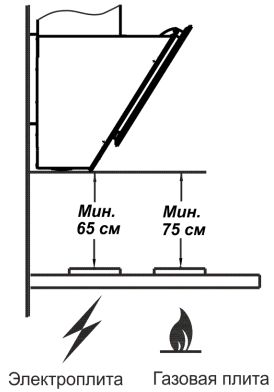

рис. 1
1.2 Вытяжку устанавливайте на высоте, как показано на рис. 1.
- разметьте линию установки нижней части вытяжки над плитой (рис.1);
4.7 Устанавливайте вытяжку над плитой в соответствии с рис. 1.